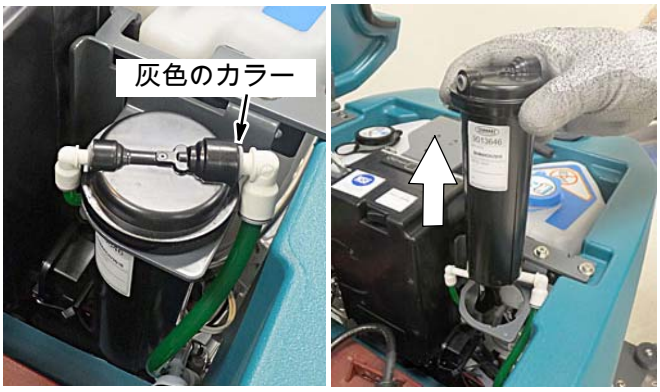

図　90
3. 灰色のカラーを内側に押し、コネクターを外側に引いて、カートリッジ上部から2個のホースコネクターを取り外します（図90）。